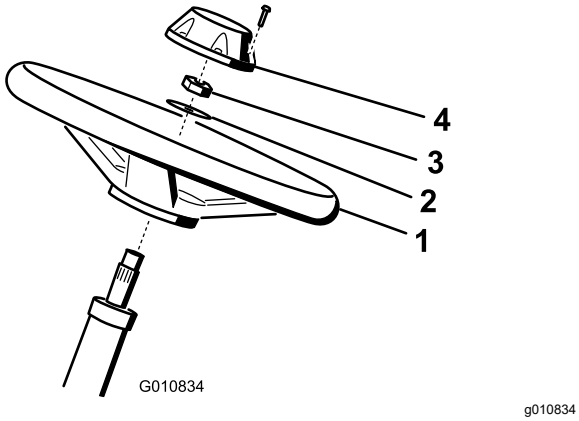

**Figur 6**
1. Påfør anti-seize-middel på styreakslen (vist i Figur 6).
2. Monter hjulet på styreakslen med spændeskiven og låsemøtrikken (Figur 6).
4. Monter hætten på hjulet (Figur 6).